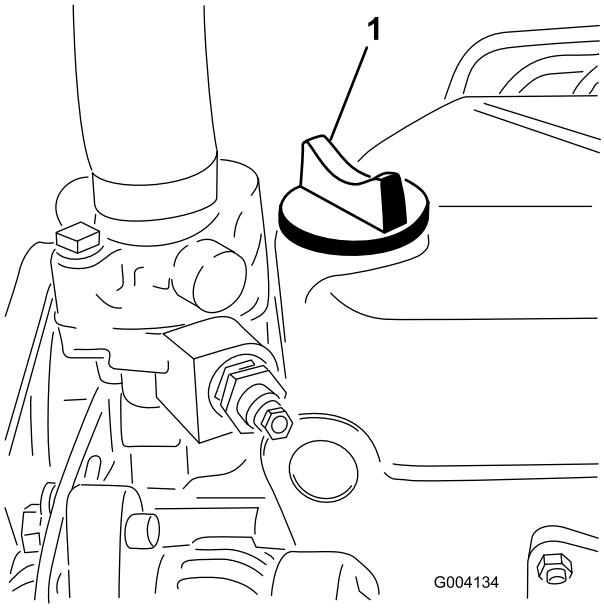

Figuur 27
5. Als het oliepeil beneden de Vol-markering staat, verwijdert u de vuldop (Figuur 27) en vult u bij met olie totdat het oliepeil de Vol-markering op de peilstok bereikt. **Niet te vol vullen**.